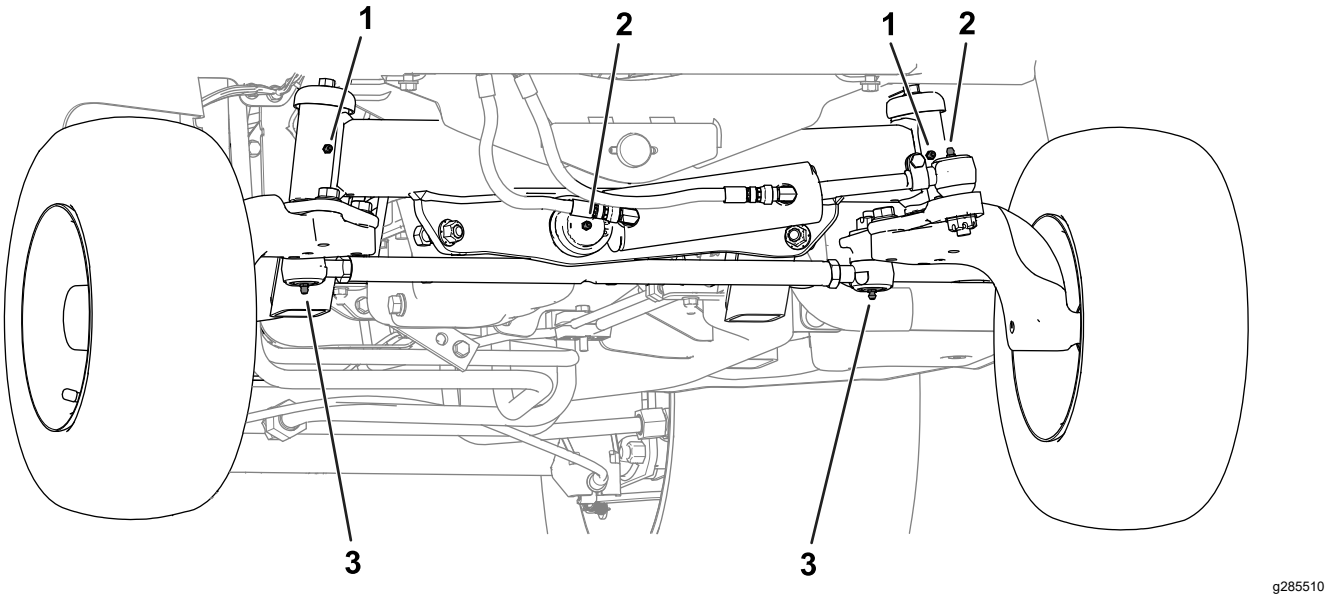

Figuur 49
- **Achterkant van de machine** (Figuur 49):
- Kogelverbinding van hydraulische cilinder (2)
- Asnaven (2)
- Uiteinden van spoorstang (2)